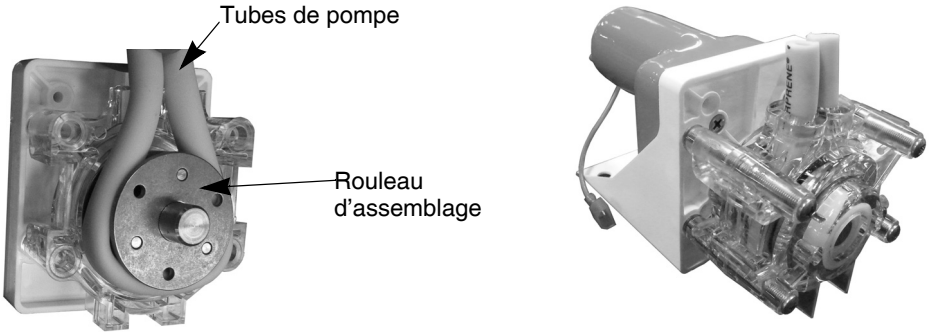

Figure 16. Assemblage de pompes
3. Retirez UNIQUEMENT la moitié du corps de la pompe arrière pour faire apparaître la tubulure de la pompe et les rouleaux (voir Figure 16).